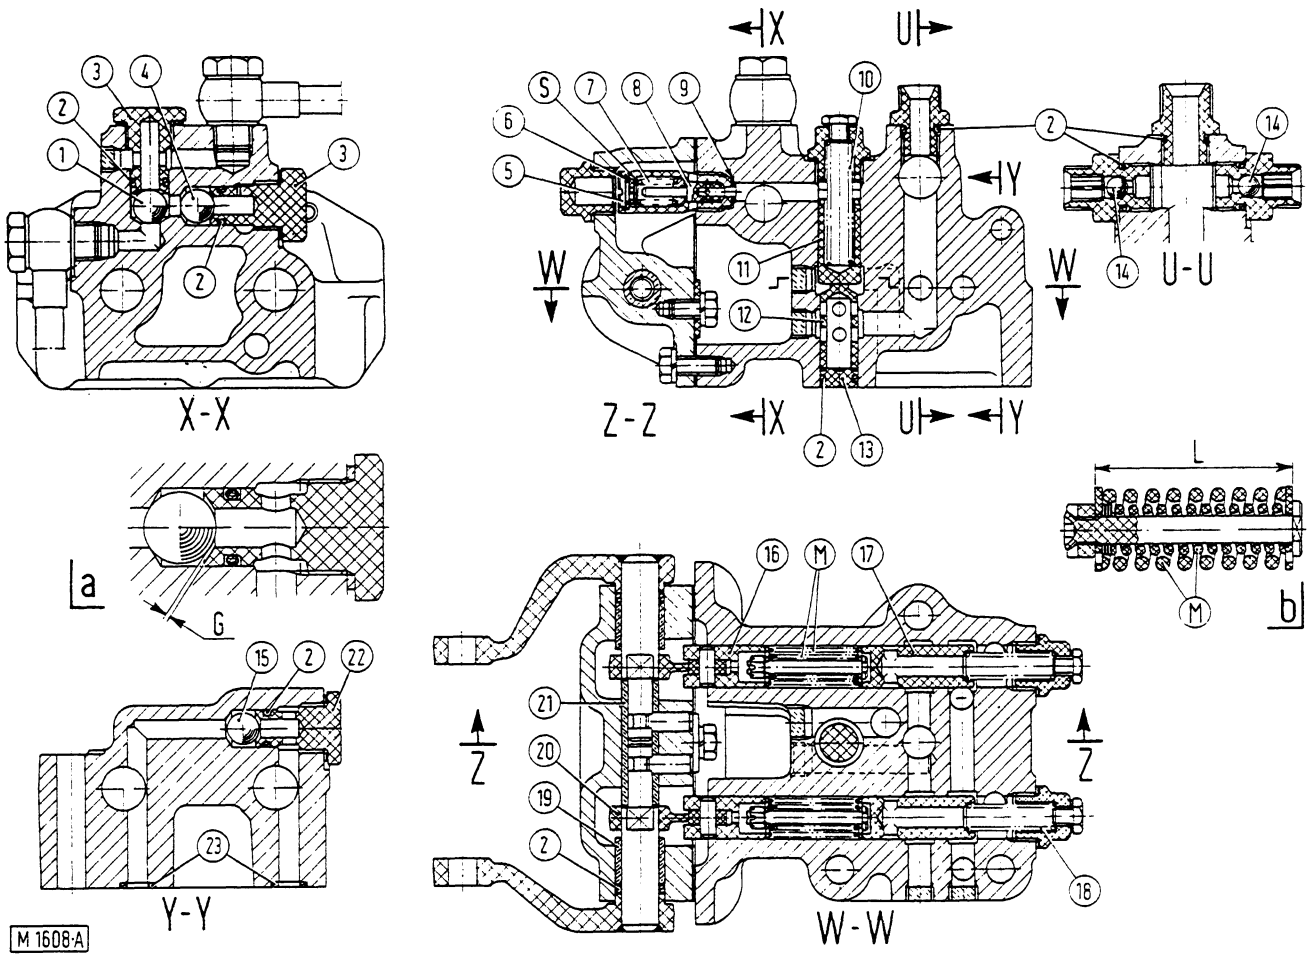

Fig. 12-12 - Longitudinal and cross section of steering clutch and brake control valve.
If replacement is required, knock out the bushes (19, fig. 12-12) by means of a punch applied to the outside of the cover.
Plungers (12, 17, fig. 12-12) and piston (11) for the brake and steering valves are supplied fitted to the control valve body.
To premount O-rings (2, fig. 12-12) on the shafts of the outside control levers, and then fit the complete levers into the cover.
Check the position of the plungers (12 & 17, fig. 12-12), the piston (11), the plug (13), and the complete springs (M).
c. Governor valve piston (11, fig. 12-12) stuck.	Restore piston efficiency.
Control valve (fig12-12)